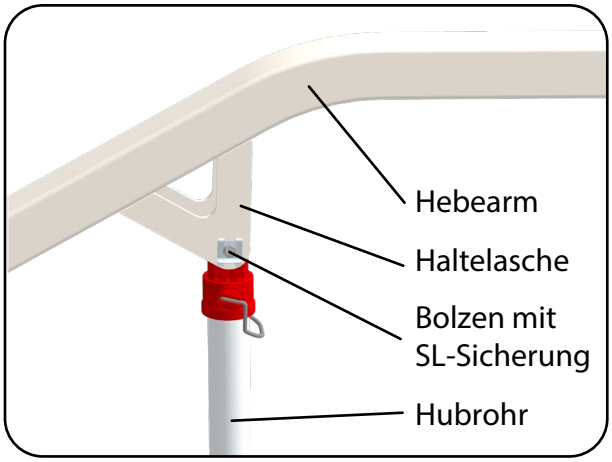

Abb.13.2.01 – Haltelasche an dem Hebearm
2. Entfernen Sie die SL-Sicherung und den Bolzen, der den Hubantrieb an der Haltelasche des Hebearmes befestigt (Abb.13.2.01). Schwenken Sie den Hubantrieb nach vorne und montieren den Bolzen mit der SL-Sicherung in der nun freien Haltelasche.